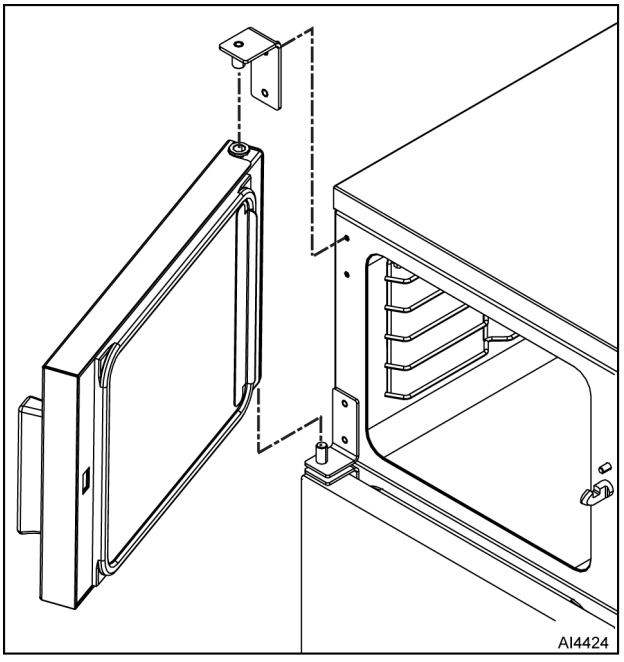

Fig. 11
5. Lift door assembly (Fig. 11) up and off lower door hinge.